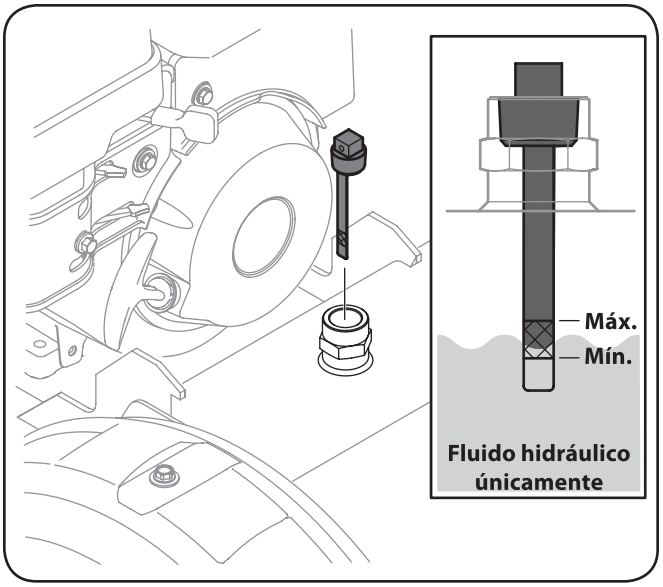

Figura 3-9
3. Controle el nivel de líquido con la varilla de nivel. Vea la Figura 3-9. No llene el depósito en exceso.